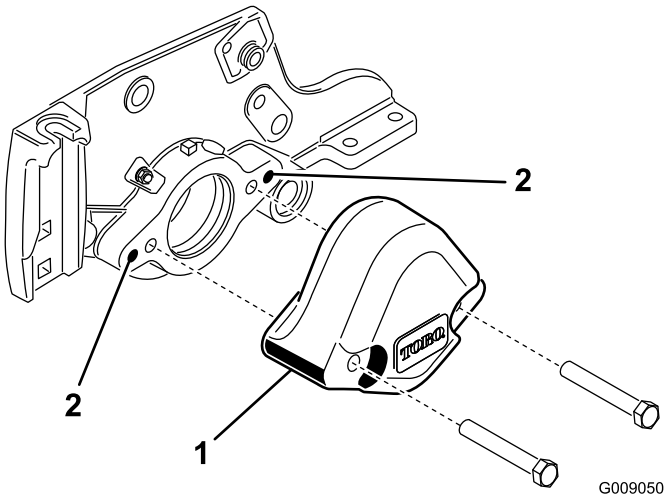

Figure 5
3. Retirez les 2 boulons de fixation du contrepoids à l'extrémité gauche du plateau de coupe. Déposez le contrepoids (Figure 5).
4. Avec un taraud de 3/8-16, retirez la peinture des trous de montage extérieurs des plaques latérales (Figure 5).